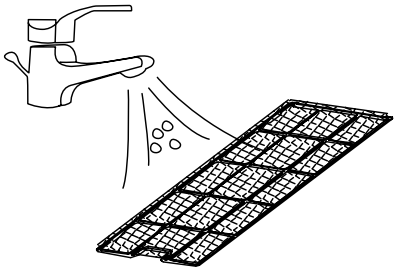

Рис. 16
- Откройте решетку воздухозаборного отверстия, и выньте воздушный фильтр (Рис. 16).